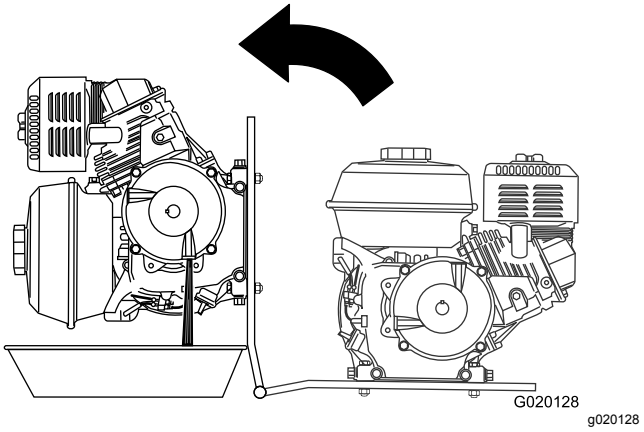

Figure 64
8. Align a drain pan to the hinge of the engine deck (Figure 64).
9. Rotate the engine on the hinge side of the engine deck, and drain the oil from the reduction case (Figure 64).